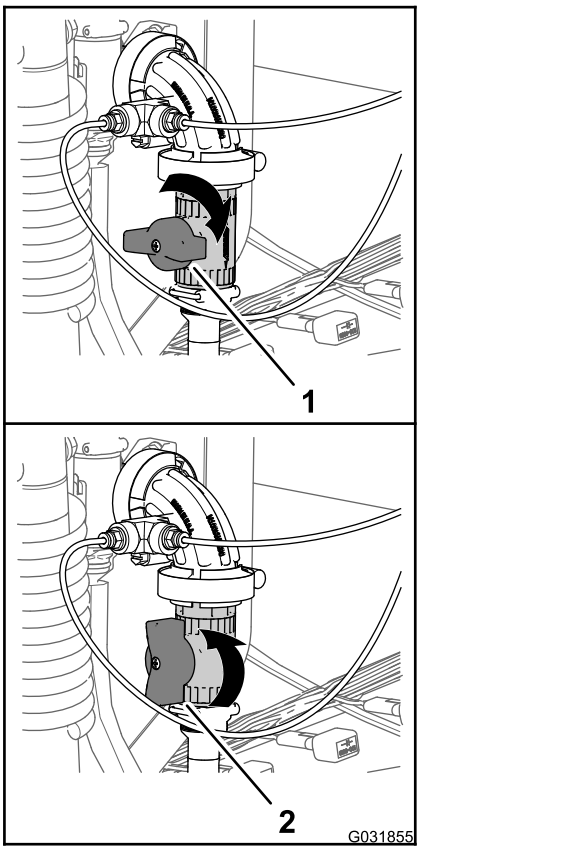

Figur 246
3. Drej det grønne håndtag på afbryderventilen 90 grader mod uret til positionen OPEN (åben) (Figur 246).
Bemærk: Den gennemstrømmende væske til håndsprøjtestaven på slangetromlen stoppes ved at dreje det grønne håndtag på afbryderventilen 90 grader med uret til positionen CLOSED (lukket) (Figur 246).